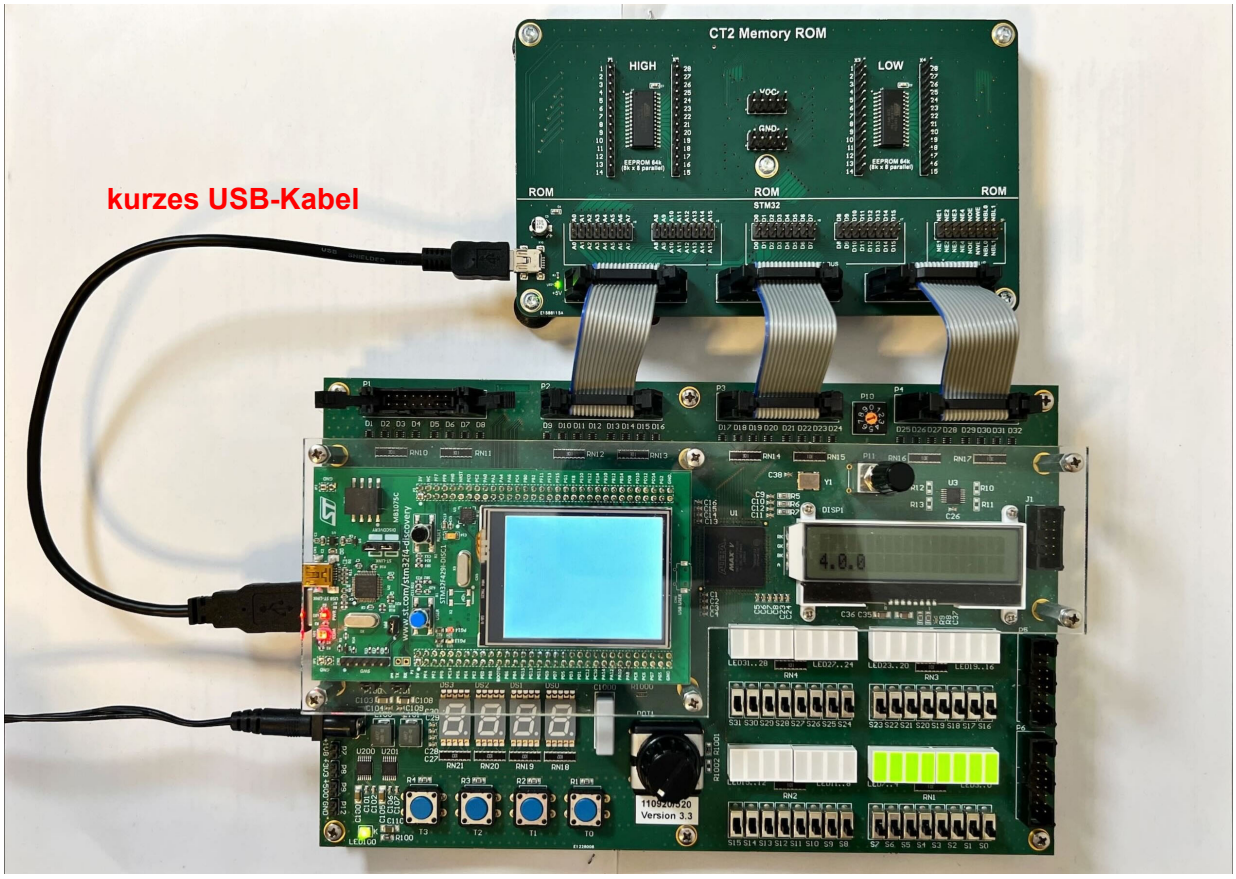

Abbildung 5: Anschluss der Speisung über USB
c) Vervollständigen Sie die Schaltung auf dem ROM Board mittels Jumper-Kabel. Das ROM Board kann über den USB Port des CT-Boards gespeist werden. Siehe Abbildung 5. Die Pinbelegung der Speicherbausteine finden Sie im Schaltschema des ROM Boards (CTP_ROM_Board_Schema.pdf) oder im Datenblatt (AT28C64B.pdf).